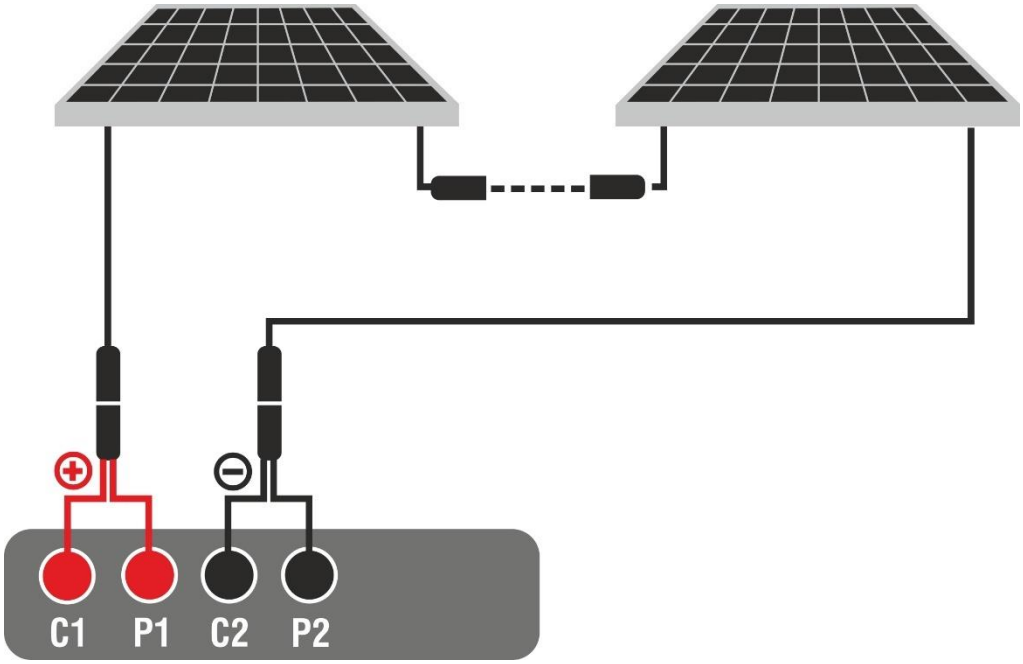

Fig. 13: Conexión del instrumento en la función DMM
2. Conecte el instrumento a la string FV en pruebas como se muestra en la Fig. 13